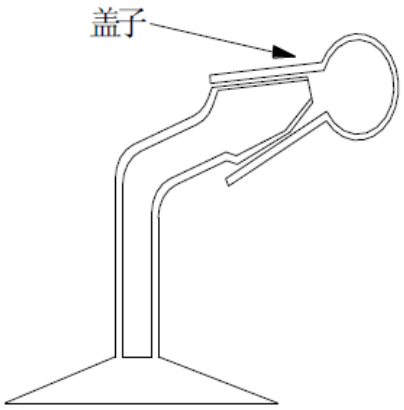

图 10
2.1. 固体进样器如图 10 所示，用水清洗干净，干燥好。